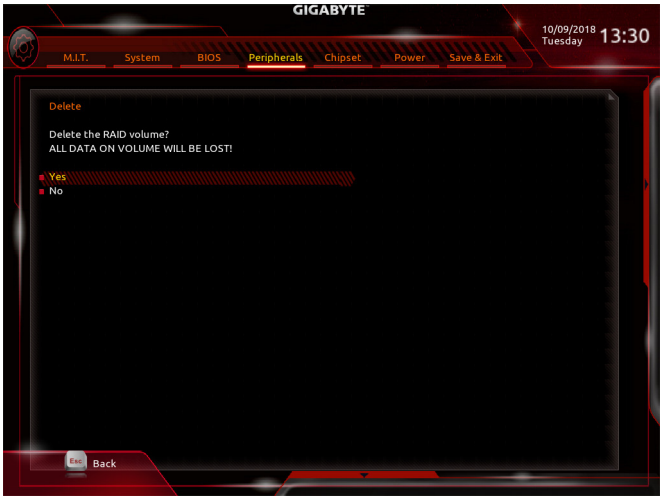

図 5
RAID アレイを削除するには、**Intel(R) Rapid Storage Technology** 画面において削除するボリューム上で <Enter> を押します。**RAID VOLUME INFO** 画面に入ったら、**Delete** で <Enter> を押して **Delete** 画面に入ります。**Yes** で <Enter> を押します (図 5)。